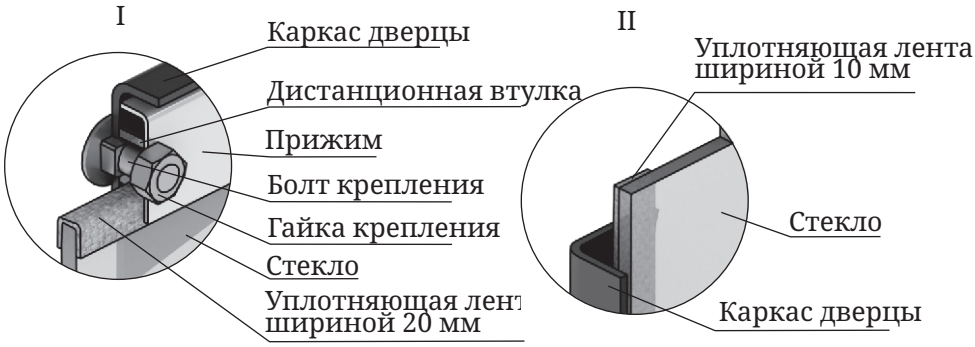

Рисунок 11. Крепление светорозрачного экрана дверцы модификации «Витра»
1. Открутите две гайки, фиксирующие прижим (рисунок 11.I), и демонтируйте его и дистанционные втулки.
3. Возьмите новое стекло, если на нем нет уплотняющих лент, наклейте их: лента шириной 20 мм наклеивается сверху и снизу стекла «П»-образно (рисунок 11.I), лента шириной 10 мм наклеивается вертикально, вдоль боковых сторон стекла (рисунок 11.II).
4. Вставить стекло в упор, при этом лента наклеенная с боковых сторон (вертикальная) должна быть зажата между стеклом и каркасом дверцы (рисунок 11.II).
Внимание! Гайки крепящие прижим накручиваются на болты крепления через дистанционные втулки (рисунок 11.I).